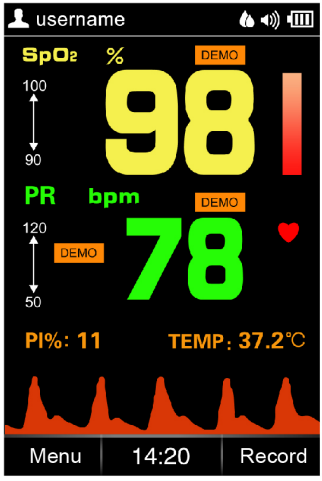

Figura 4.10K Modo demostración
- Demo (Demostración): Active el modo demostración, como se muestra en la figura 4.10K.